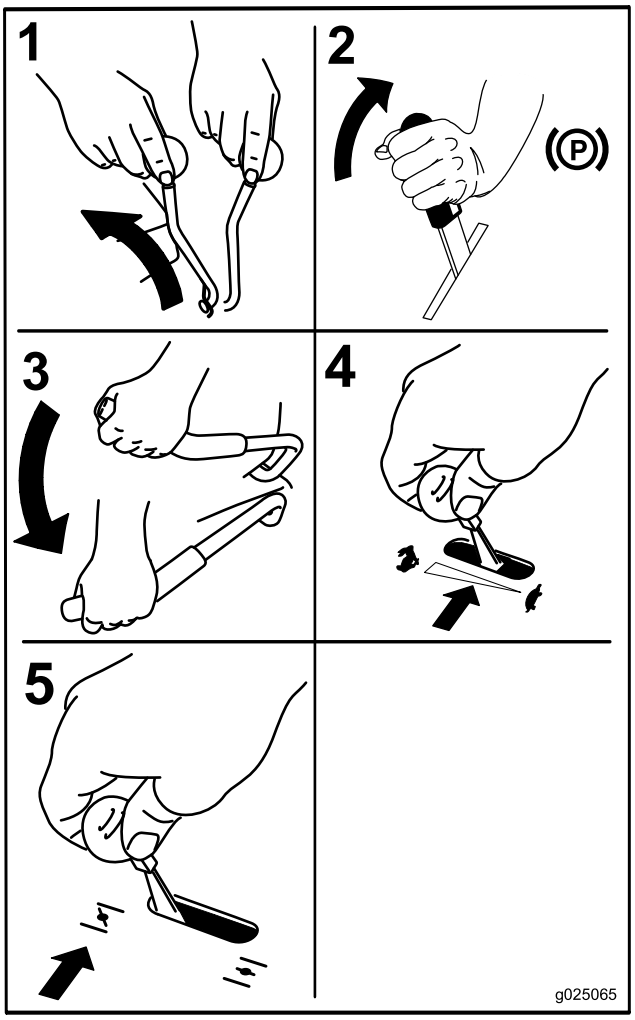

Bild 15
3. Stellen Sie den Zapfwellenaktivierungshebel in die AUS-Stellung (Bild 15).